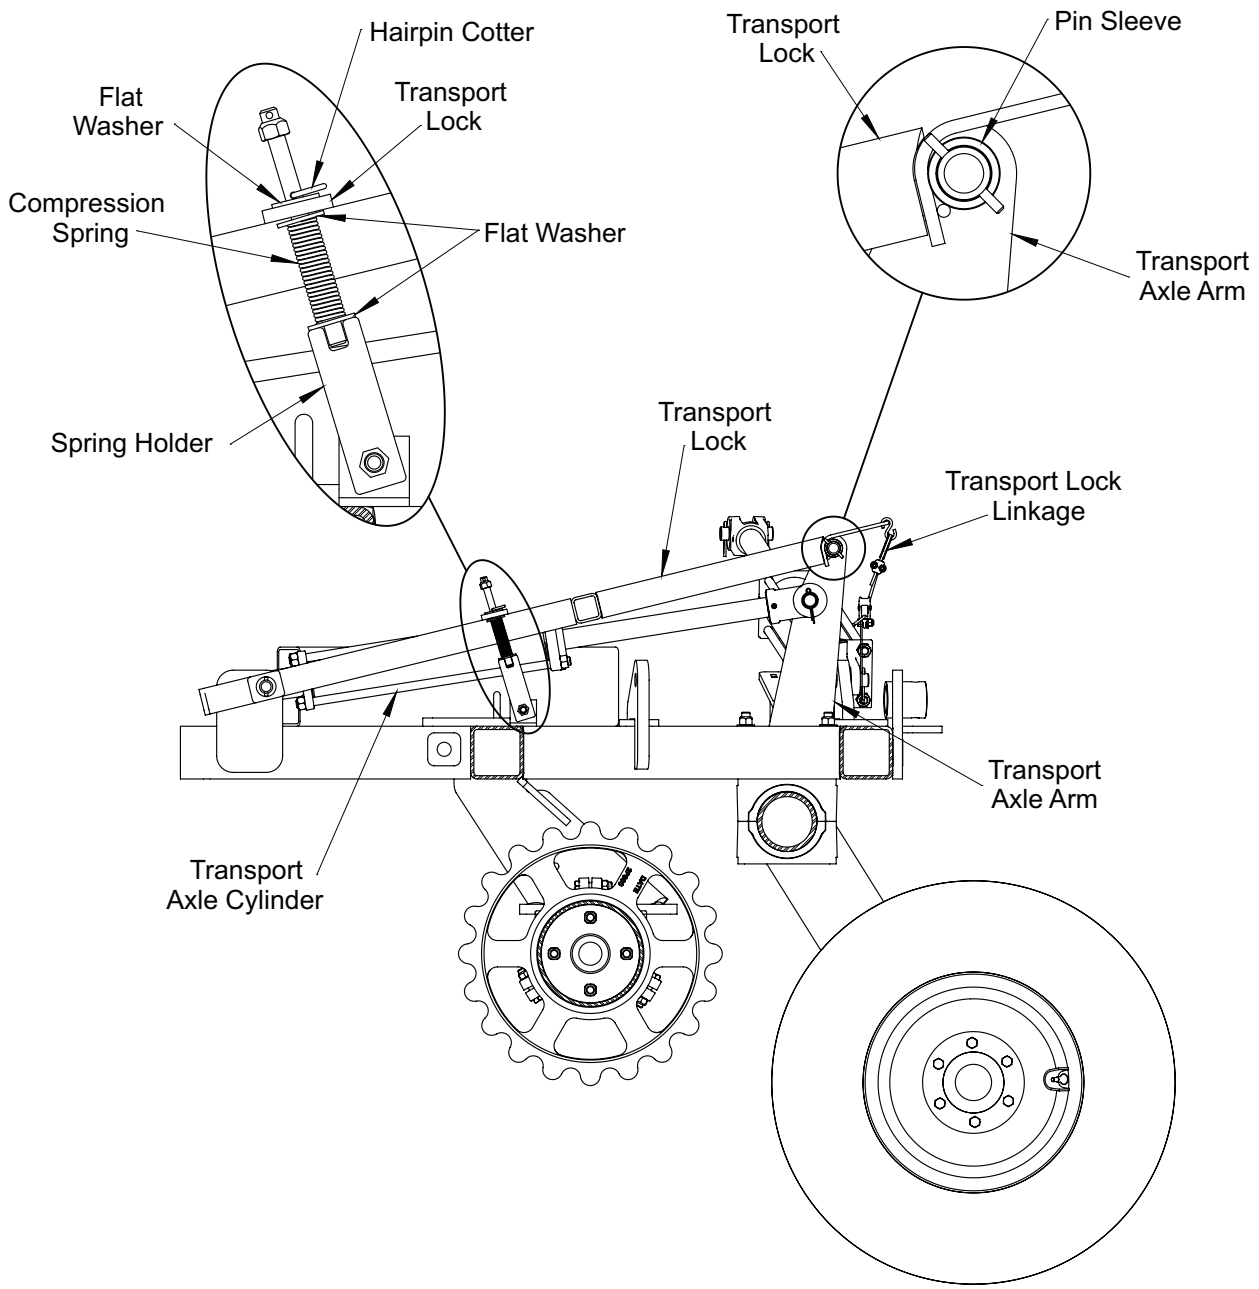

Figure 3-6: Transport Lock Locked Position
5. Fully extend the hydraulic lift cylinders, and retract the wing fold cylinders. Transport lock will engage when lift cylinder is extended. Secure transport lock with hairpin cotters. **See Figure 3-6.**
Be sure Transport Lock is either locked or unlocked. **See Figures 3-6 and 3-7**.